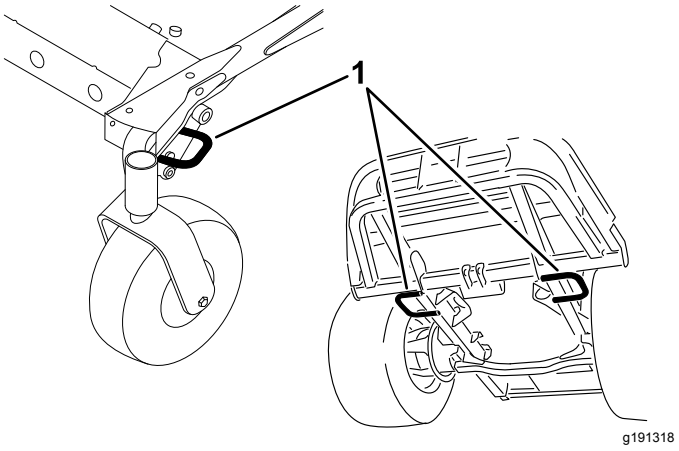

**Rysunek 26**
5. Zamocuj maszynę do przyczepy lub ciężarówki za pomocą pasów, łańcuchów lub lin, mocując je do metalowych uch na maszynie (Rysunek 26).